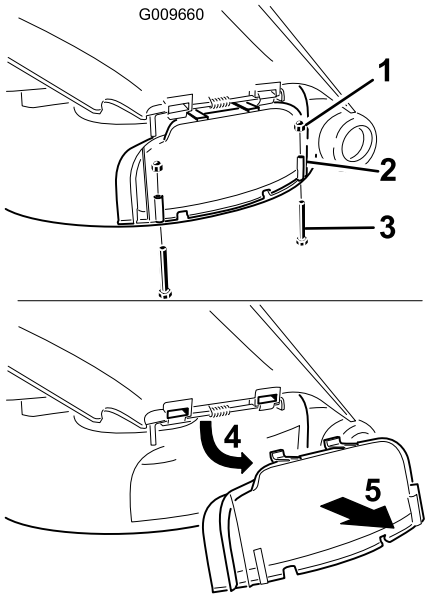

**Figur 26**
3. Fjern de to boltene og mutterne som fester utslippsdekselet til gressklipperen (Figur 26).